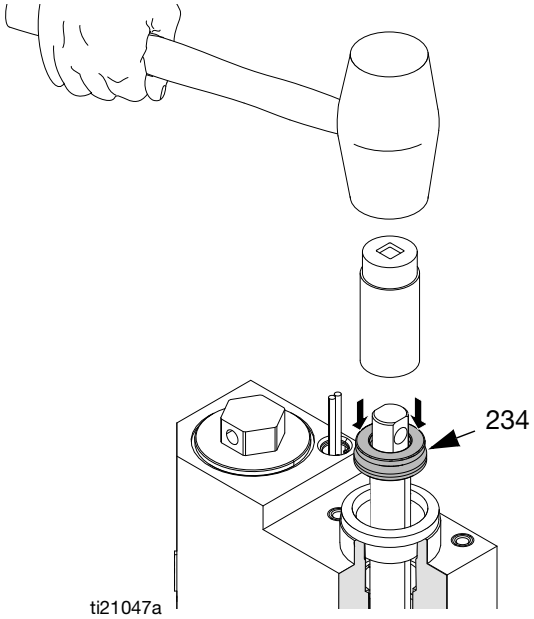

**FIG. 31**
2. Push the piston rod assembly (223) into the melter outlet manifold (203).
3. Grease the throat u-cup (234) and slide the u-cup over the piston rod (223) with the lips facing down.
4. Place a 7/8 in. deep-well socket (3/8 in. drive) over the piston rod (223) then use a rubber mallet to gently tap throat u-cup (234) into place. See FIG. 31.